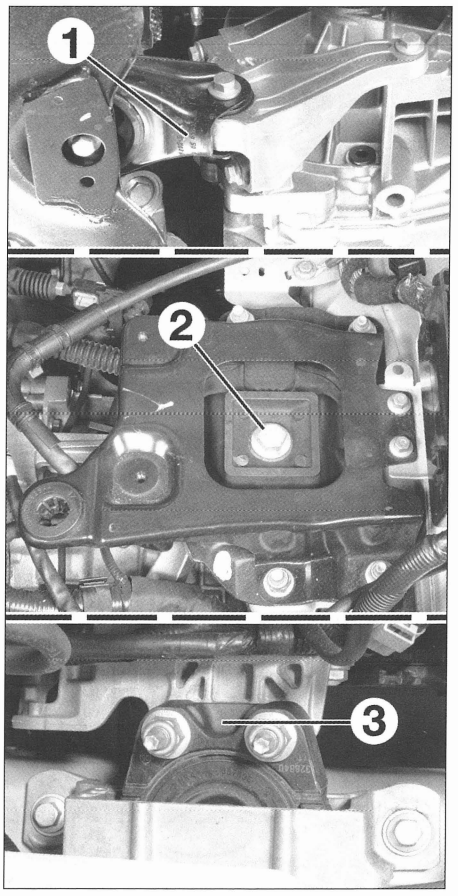

FIG. 58
- el soporte motor antibasculamiento (1) **(fig. 58).**
- el soporte motor de caja de velocidades (2) **(fig. 58).**
- el soporte motor derecho (3).